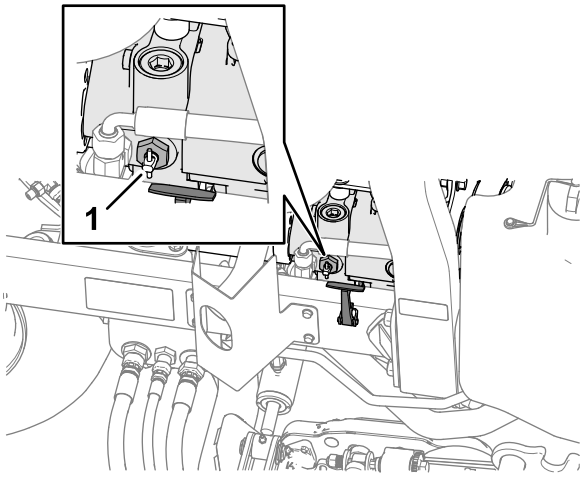

Figur 52
2. Drej håndtaget til omløbsventilen på pumpen i nærheden af den højre motorhjelmslås (Figur 52), og drej ventilen 90°.